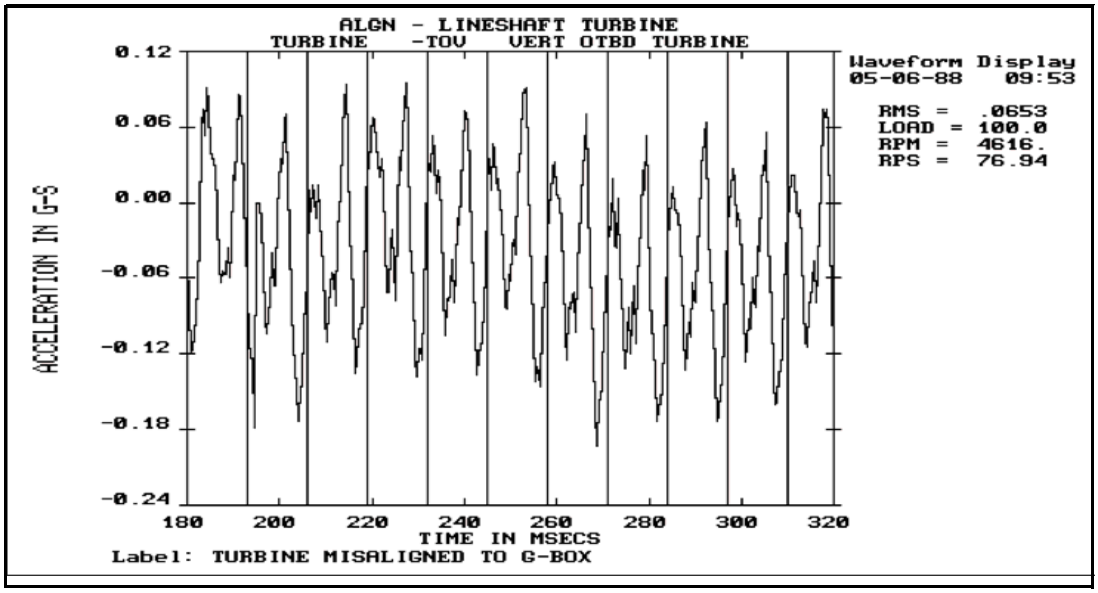

Figure 10
4) 2 events per shaft revolution (Figure 10)